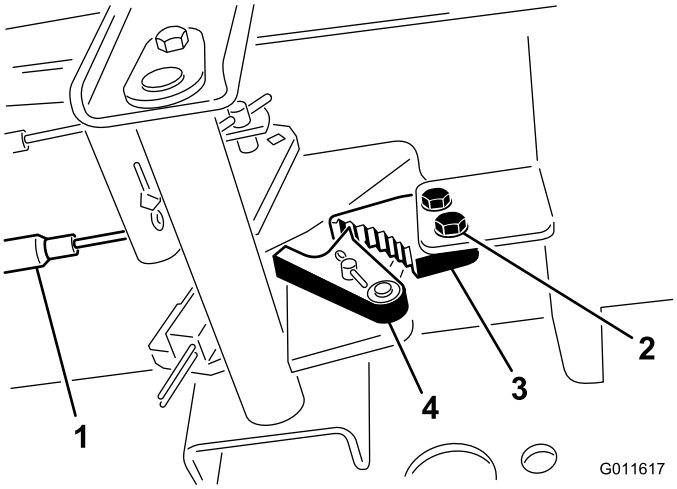

Figuur 68
1. Draai de 2 schroeven los waarmee de pal van de parkeerrem is bevestigd aan het frame (Figuur 68).
2. Trap het pedaal van het parkeerrem naar voren totdat de remvergrendeling de rempal geheel vastgrijpt (Figuur 68).